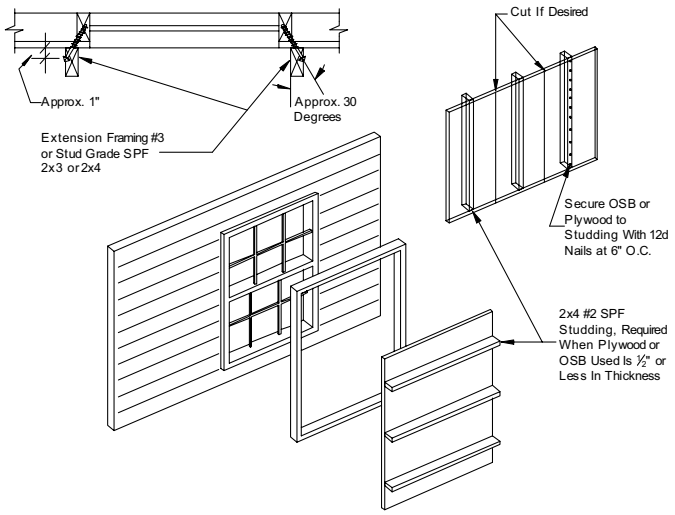

Figure 97. *Wind protection shutter construction*
If desired, prepare temporary protective window covers for use during severe wind storms and hurricanes according to **Figure 97**, **Table 27**, and the procedure below.
2. Assemble shutter panels as shown in **Figure 97**.